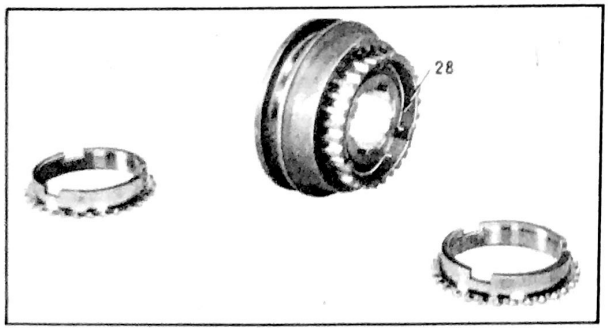

Figure 243 - Countersunk Face of Synchronizer Shift Sleeve Hub Toward Rear
61. Assemble the three synchronizer shift plates (29) in the synchronizer shift sleeve hub (26). Then install the two synchronizer springs (28) so that one end of each spring rests in the same groove of shift plate (29) with the free ends running in opposite directions. Do this on the bench.
62. Install the synchronizer hub (26), plates (29) and springs (28) in shift sleeve (24). Undercut on hub should point toward rear of transmission. This is also a bench operation.
63. Assemble the two bronze synchronizer rings (25) in the shift sleeve hub (26) with the plates (29) in the notches. See Fig. 243.